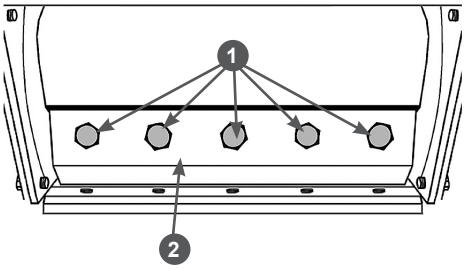

Рис. 33 Снятие ножей
3. С помощью ручного стартера двигателя через ременную передачу медленно проверните барабан с ножами так, чтобы болты 1 крепления ножа 2 оказались максимально доступны (Рис. 33).